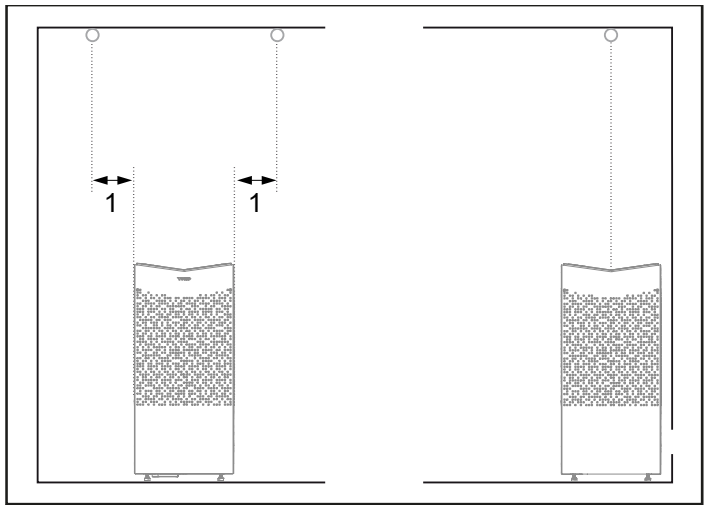

Rysunek 4. Montaż czujnika na suficie
- Zaplanuj umieszczenie czujnika (patrz rysunek 3 i rysunek 4).